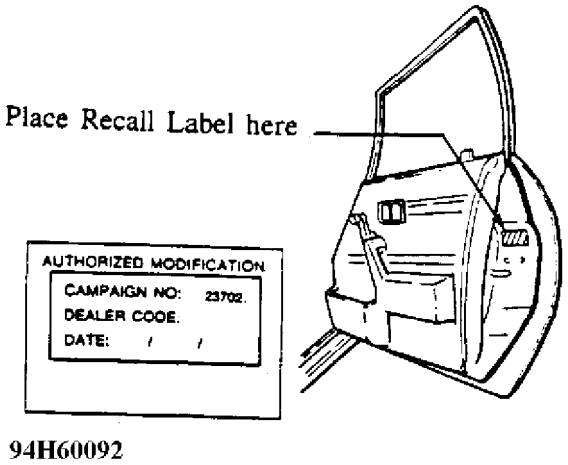

Fig. 26: Location to Affix Recall Label
18. Fill out the recall label with your dealer code and the repair date, then affix this label on the passenger side's door. See Fig. 26.